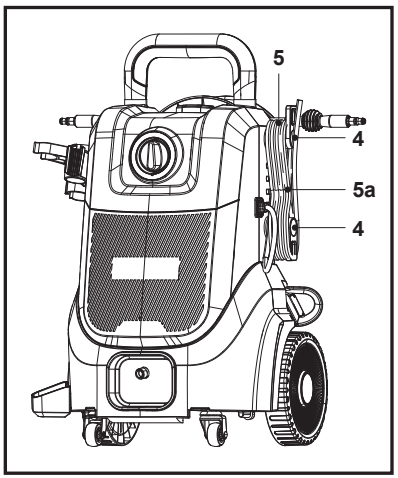

Fig. 25
2. Enrole o cabo de alimentação (5) à volta dos dois suportes do cabo (4) e fixe-o no devido lugar com um grampo do cabo fornecido (5a) (Fig. 25).